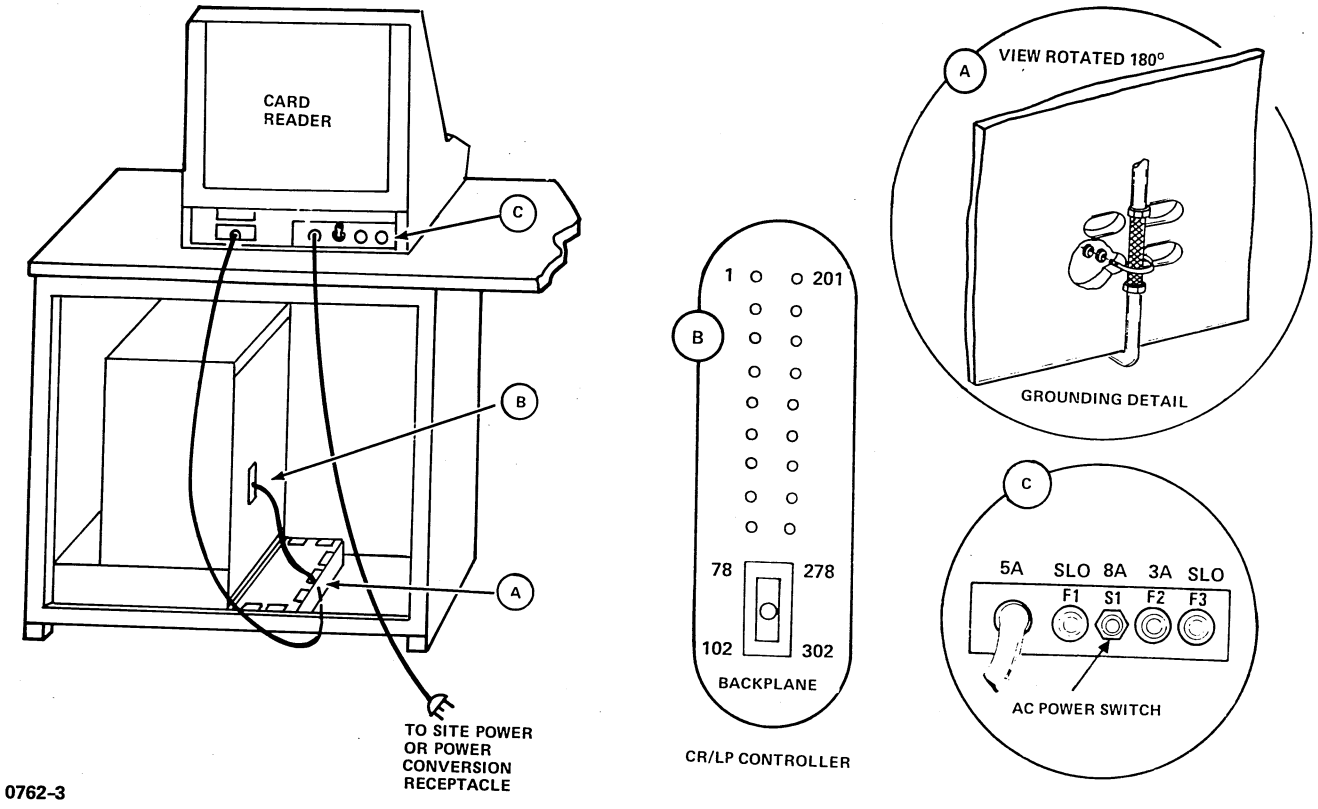

Figure 7-3. CYBER 18 Card Reader Signal and Power Cable Connections
To connect a CR/LP/CLA cable interface board, refer to section 21. To connect a CR/LP controller, see figure 7-3.
Install the signal cables as shown in figure 7-3. If the card reader offline test has not been performed, perform the test prior to connecting the signal cable.
3. Turn the card reader power ON/OFF switch, S1 (figure 7-3), at the rear of the card reader to ON.
7. Connect the signal cable (figure 7-3) to the processor.